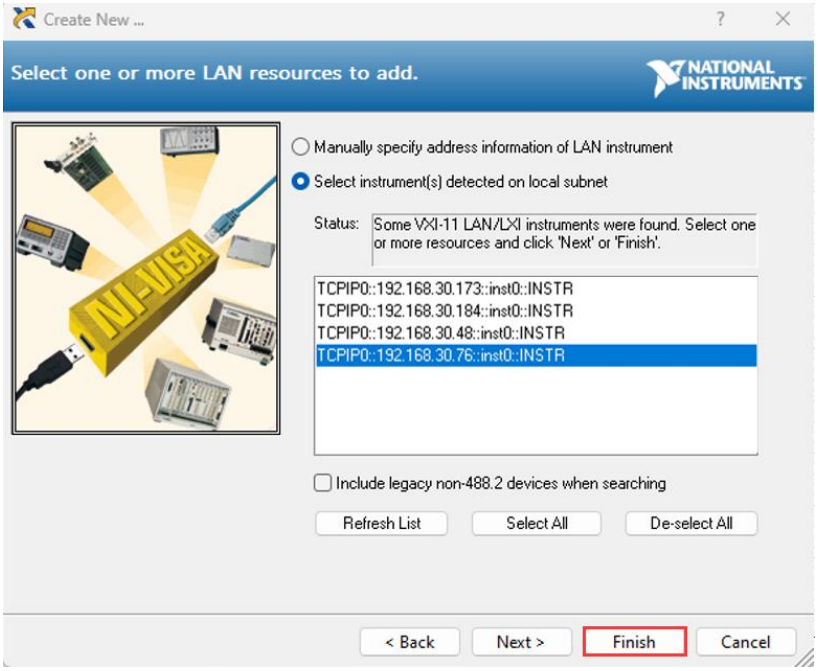

Figure 2-5
4、Enter automatic search IP interface,software will automatically search for nearby available IP addresses, select the IP address consistent with the instrument, and finally click "**Finish**" to complete the IP address addition as shown in Figure 2-5.